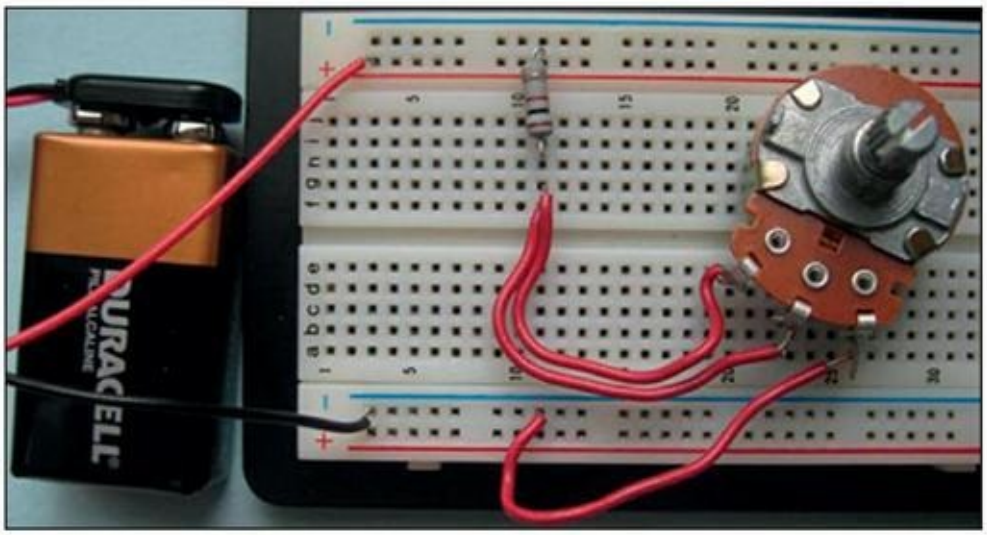

FIGURE 6-5 Dans ce circuit simple, les connexions entre les composants sont assurées par votre plaque d'essais sans soudure.
3. **Assemblez le circuit en vous aidant de la Figure 6-5.**